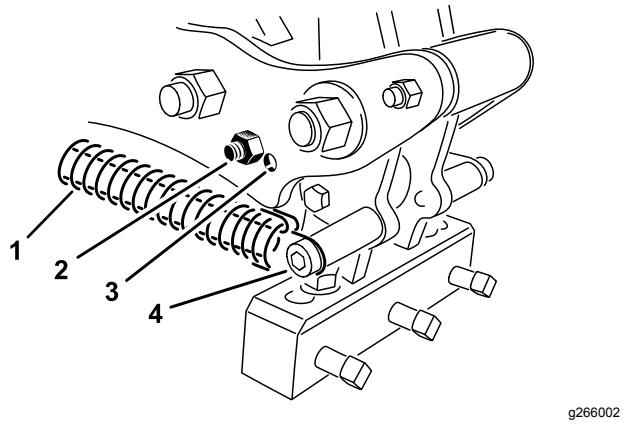

**Figur 37**
Still inn pipevinkelen etter pipelengden ved å bruke ett av to justeringshull i forbindelsesarmen. Disse hullene er kun forhåndsinnstilt. Når du bruker 17,8–25,4 cm piper, posisjoner toppen av støtfangeren nærmest bakre del av pipehodet. Du kan ha behov for den andre stillingen, altså hullet lengst borte fra hodet (Figur 37), pga. ulike jordforhold.
3. Løsne fjærspenningen ved pipehodet (Figur 37).
4. Fjern støtfangerbolten og selve støtfangeren fra forbindelsesarmen, og sett disse inn igjen i det andre justeringshullet (Figur 37).